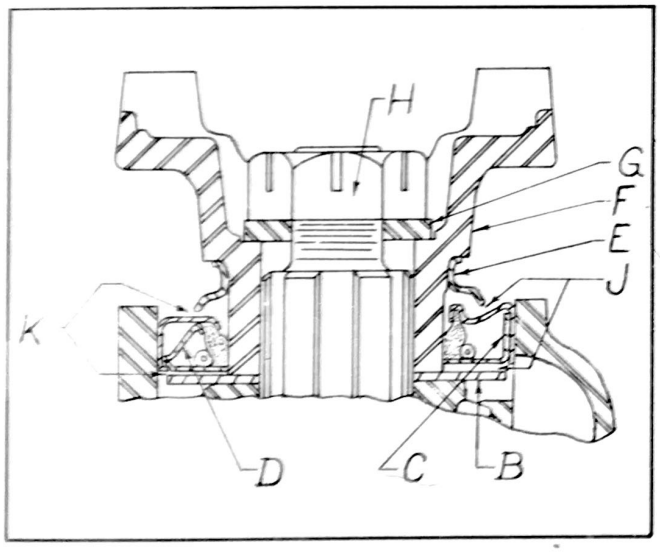

Figure 292 - Pinion Shaft Oil Seals Used
PINION SHAFT OIL SEAL. There have been two types of oil seal used as shown in Fig. 292 "C" and "D". They are installed in the same manner, however, the clearance between the dirt shield (E) and oil washer (B) must be maintained at equal distances. This clearance is to prevent noise between the oil washer which revolves with the pinion shaft and the oil seal which is stationary in the differential housing.